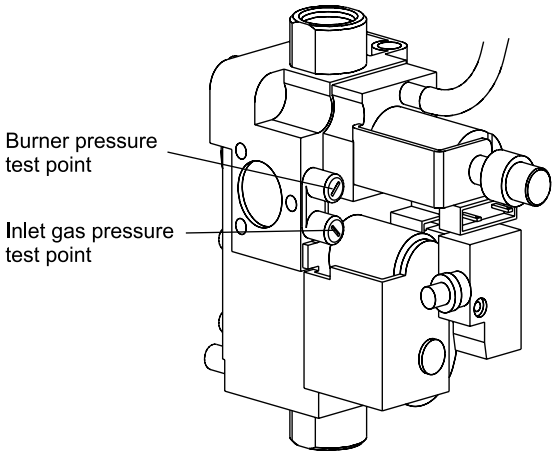

**Fig. 18**
2. Loosen the gas inlet pressure test point screw on the gas valve (see Fig. 18). Ensure the gas supply is on and open the boiler service cock to purge in accordance with BS 6891.
### *5.5 CHECK THE BURNER PRESSURES - Fig. 18*